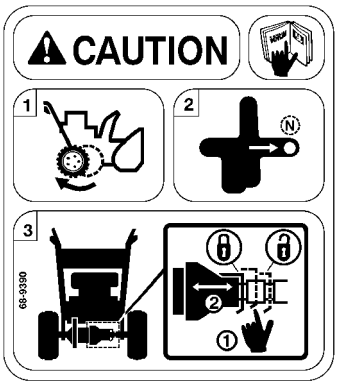

Figure 22
1. Move the wheels to the rear position (Fig. 22).
2. Shift the speed shift control to the Neutral position (Fig. 22).
3. Push lightly on the release tab of the lock spring to disengage it from the shaft groove and slide the coupling to the desired position (Fig. 22).